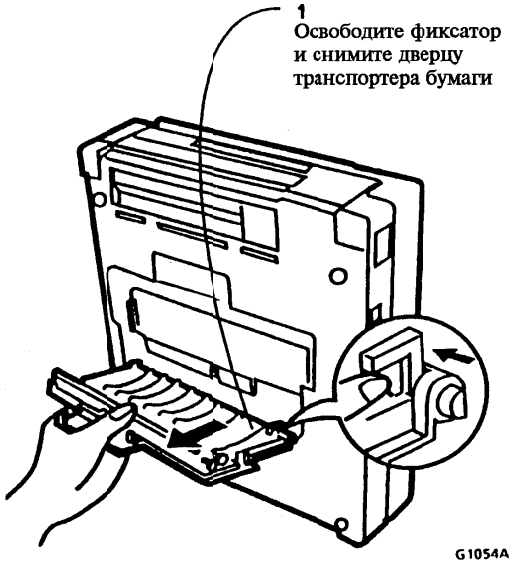

Рисунок 2. Снятие дверцы транспортера бумаги
3. (Рисунок 2): Снимите дверцу транспортера бумаги.